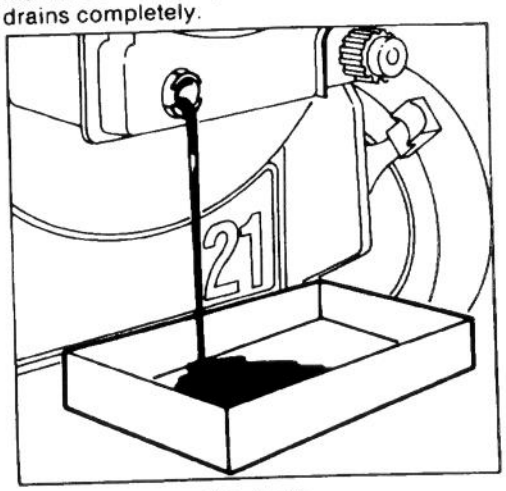

Figure 16
3. Remove dipstick. Tip mower forward and empty all oil into drain pan (Fig. 16). Tip mower down and up a few times to ensure oil drains completely.